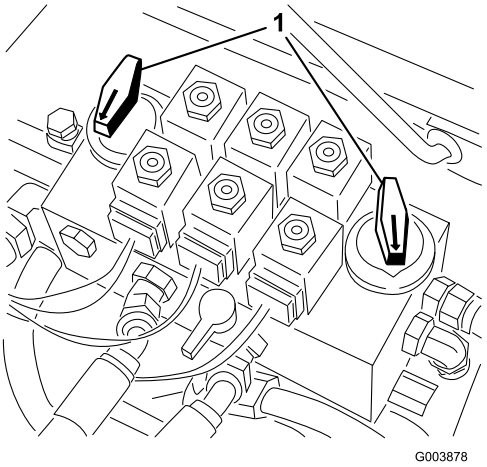

Figur 33
4. For å stile inn spolehastigheten, vri knottene (Figur 33) til indikatorpilene er i linje med antallet som angir ønsket innstilling.